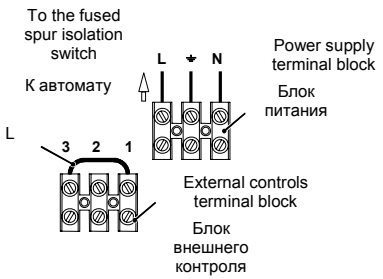

Fig. 5.6
When connecting any type of external control, the jumper L in Fig. 5.6 must be removed.
При подключении устройств внешнего контроля, переключатель L на рис. 5.6 должен быть демонтирован.
В случае подключения устройств внешнего контроля, переключатель L на рис. 5.6 должен быть демонтирован.
5. Connect the electrical supply flexible cord coming from the fused spur isolation switch to the power supply terminal block of the boiler (Fig. 5.6) keeping the same connections for the live (brown wire) and the neutral (blue wire). External 3 A fuse or fused plug with same current rating is recommended.
5. Подключите кабель питания, идущий от автомата к блоку питания котла (Рис. 5.6), сохраняя правильную фазность: фаза (коричневый провод), ноль (синий провод). Рекомендуется установка внешнего 3-х амперного автомата или плавкого предохранителя с аналогичными характеристиками.